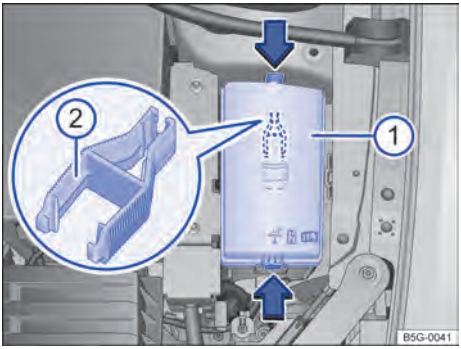

Fig. 174 En el compartimiento del motor: cubierta ① de la caja de fusibles con pinza de plástico ②.
– Presionar las trabas en el sentido de la flecha → fig. 174 ①, para desbloquear la cubierta de la caja de fusibles.
En el lado interno de la cubierta de la caja de fusibles en el compartimiento del motor puede haber una pinza de plástico → fig. 174 ② para retirar los fusibles.